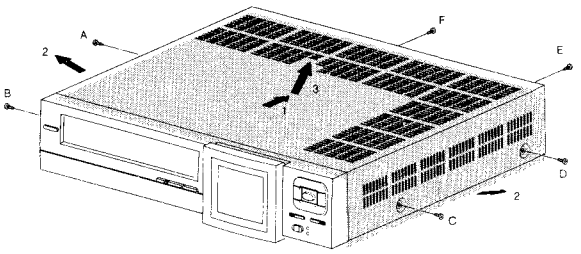

Fig. 2-1
- Die Schrauben A, B, C, D, E und F (siehe Bild 2-1) lösen.